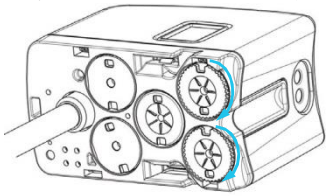

図 4：Yaw 入力軸の位置
(1) クリップを挿入する前に、Yaw 入力軸（図 4）を矢印の方向に回転させ、インストゥルメントのグリップを開く。